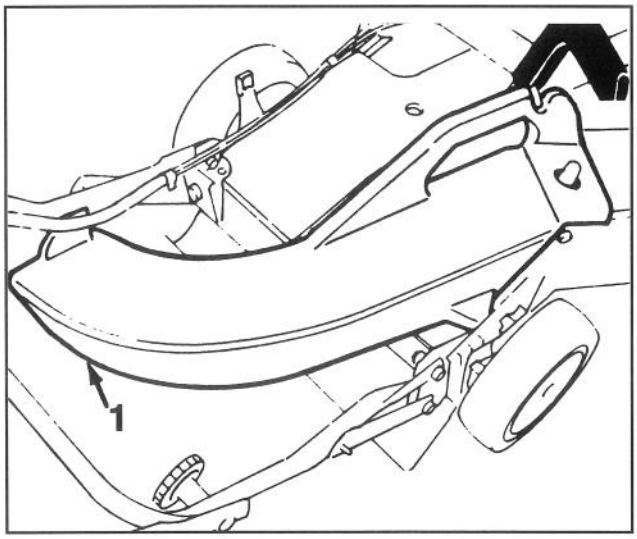

Abb. 31
1. **Seitlicher Auswurf, Modell-Nr. 59110** – In wenigen Sekunden zu montieren. Er wird hinten anstelle des Grasfangsacks montiert und verteilt Grasreste, während Sie auf beiden Seiten nachschneiden (Abb. 31).